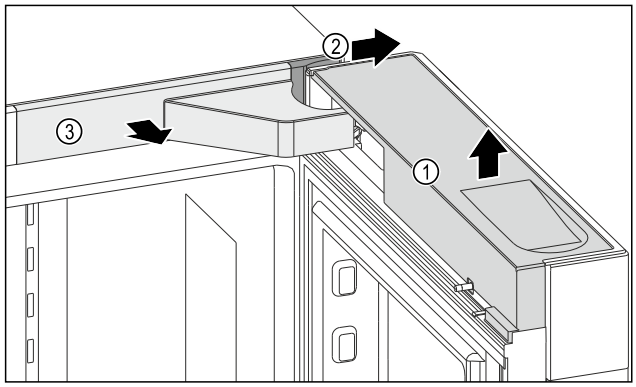

Fig. 7
▶ Remove the cover *Fig. 7 (1)*.
▶ Remove the cover *Fig. 7 (2)*.
▶ Remove the cover *Fig. 7 (3)*.